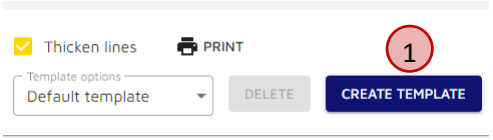

Figure 3.15
2. Click on the **Create Template** button at the bottom of the page (① in Figure 3.15)